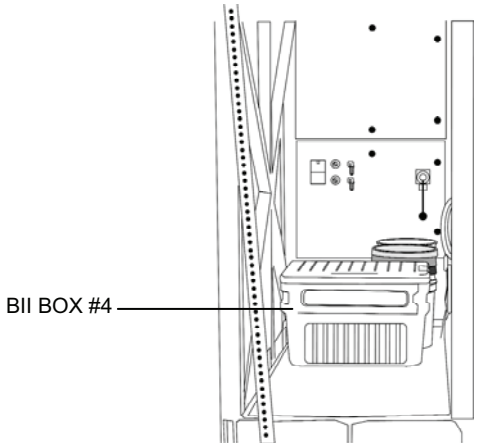

Figure 11. Operator Station Packout 2.
7. Place BII Box #4 in front of the buckets and BII Box #5 (Figure 11).